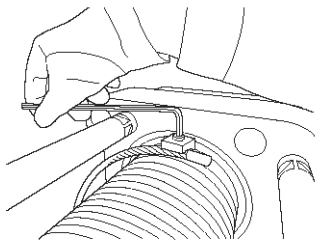

Figure 6-22
14) While maintaining control of the Wire Rope, loosen and remove the Wire Rope Clamps holding the Wire Rope in the groove on the Drum as shown in **Figure 6-22**.